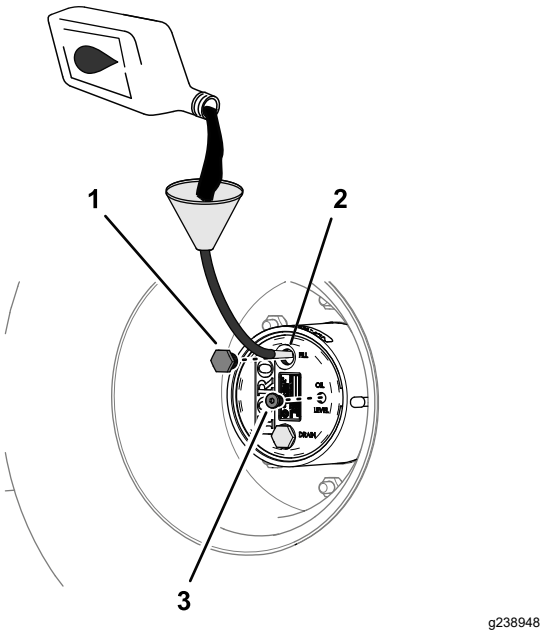

Figura 98
4. Se o nível de lubrificante estiver baixo, retire o tampão de enchimento e adicione o lubrificante especificado até começar a sair pelo furo do tampão de verificação (Figura 98); consulte a
6. Instale o tampão de enchimento e o tampão de verificação (Figura 98).
1. Através do furo do tampão de enchimento, adicione lentamente o lubrificante de engrenagens especificado; consulte Figura 98 em Verificação do lubrificante da transmissão da engrenagem planetária (página 75).
3. Instale o tampão de enchimento e o tampão de verificação; consulte Figura 98 em Verificação do lubrificante da transmissão da engrenagem planetária (página 75).